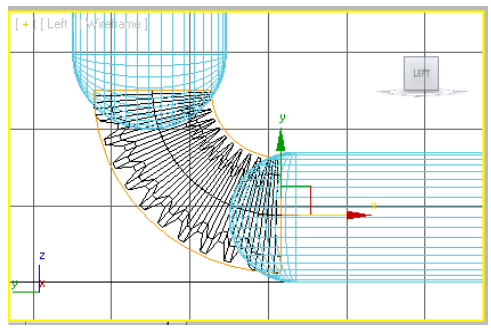

Figure 3-42 *Alignment of the spring support in the Left viewport*
3. Choose the **Select and Move** tool and align the *spring support*, as shown in Figure 3-42.